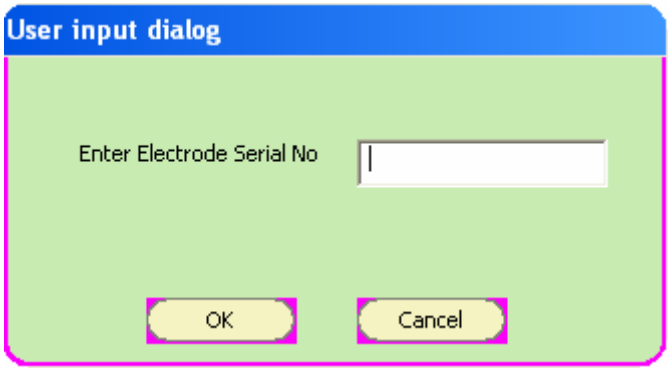

Figure 27 : Adding a new electrode
5. Click **Add new electrode** button. A dialog box appears (Figure 27)